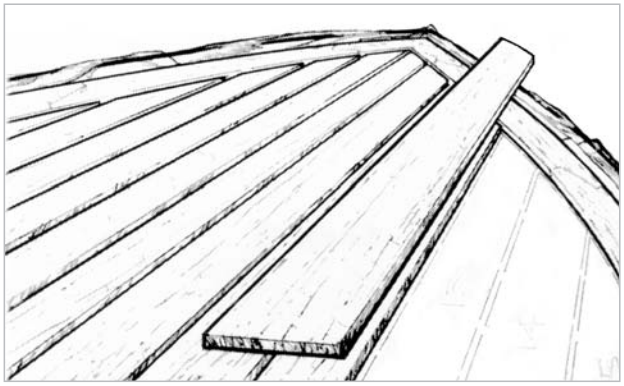

Figure 6-4 *Cut and fit the teak strips. Mask off and protect surrounding surfaces.*
1. Plan the location and pattern for the layout of the teak strips *(Figure 6-4)*. Cut the strips to fit and mark them for reference as necessary. Mask off the application area and cover the surrounding area with plastic for protection against spills.